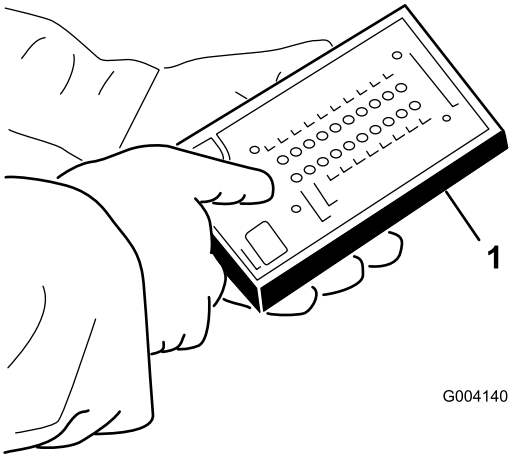

Figur 51
5. Anslut diagnosinstrumentets kontakt till ledningsnätets kontakt (Figur 51).